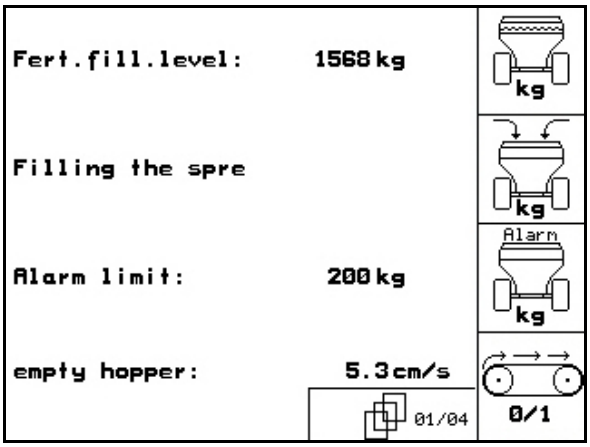

Fig. 18
Page 1 (Fig. 18):
- **ZG-B Drive**: (Fig. 18)